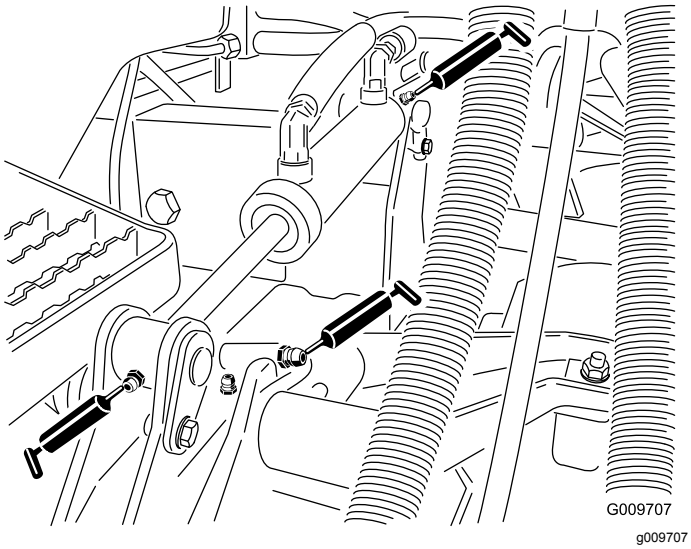

**Figur 46**
- Løftearmsbøsninger (1 pr. skjold) (Figur 46)
- Løftecylinderbøsninger (2 pr. skjold) (Figur 46)